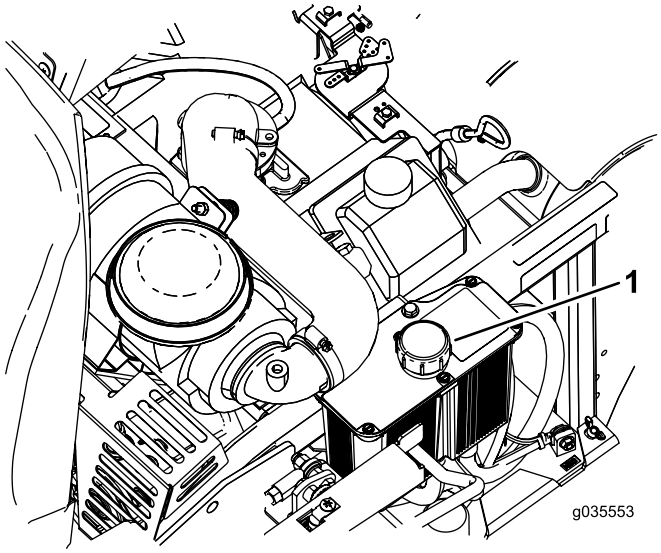

Figur 67
6. Rengjør området rundt peilepinnen på hydraulikksystembeholderen (Figur 67).
7. Ta ut peilepinnen fra hydraulikkbeholderen (Figur 67).